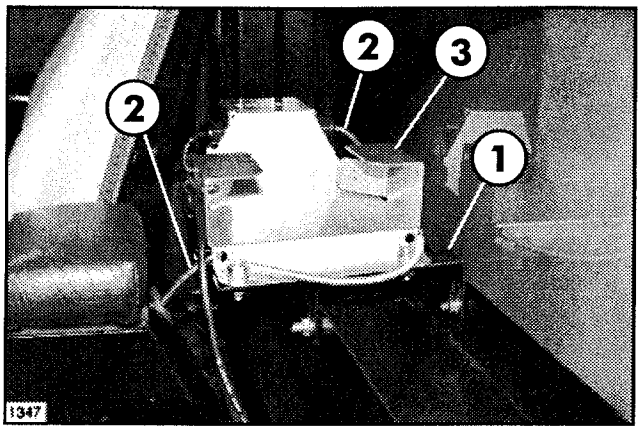

FIG. 3
4. Secure Vehicle Mount PAPR Assembly to Backing Angles using (3) 5/16 x 3/4" flange screws and flange nuts. See FIG. 3.